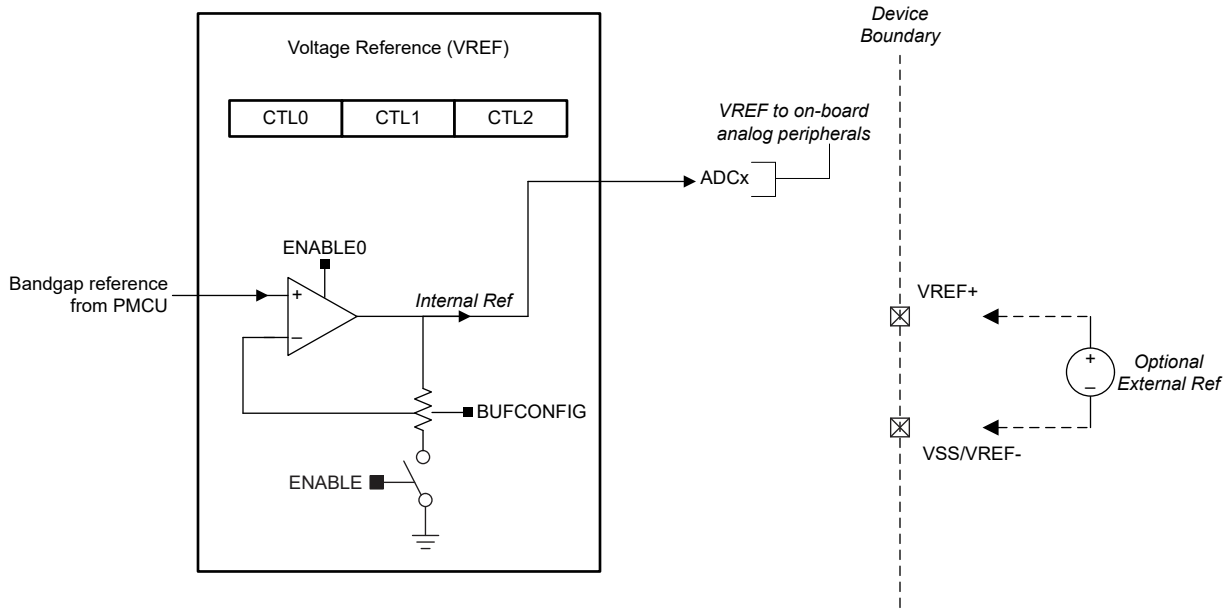

図 8-1. VREF モジュール
- 正常な動作のため、デカップリング コンデンサは必要ありません。詳細については、図 8-1 を参照してください